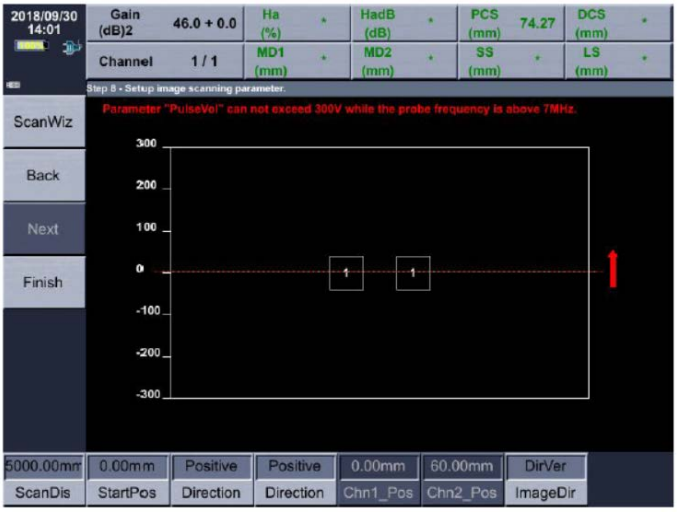

Figura 3-9 Configuración de parámetros de escaneo
7) Configure los parámetros de escaneo de imágenes. Configure la dirección de la imagen como "DirVer / DirHor". como se muestra en la figura 3-9.